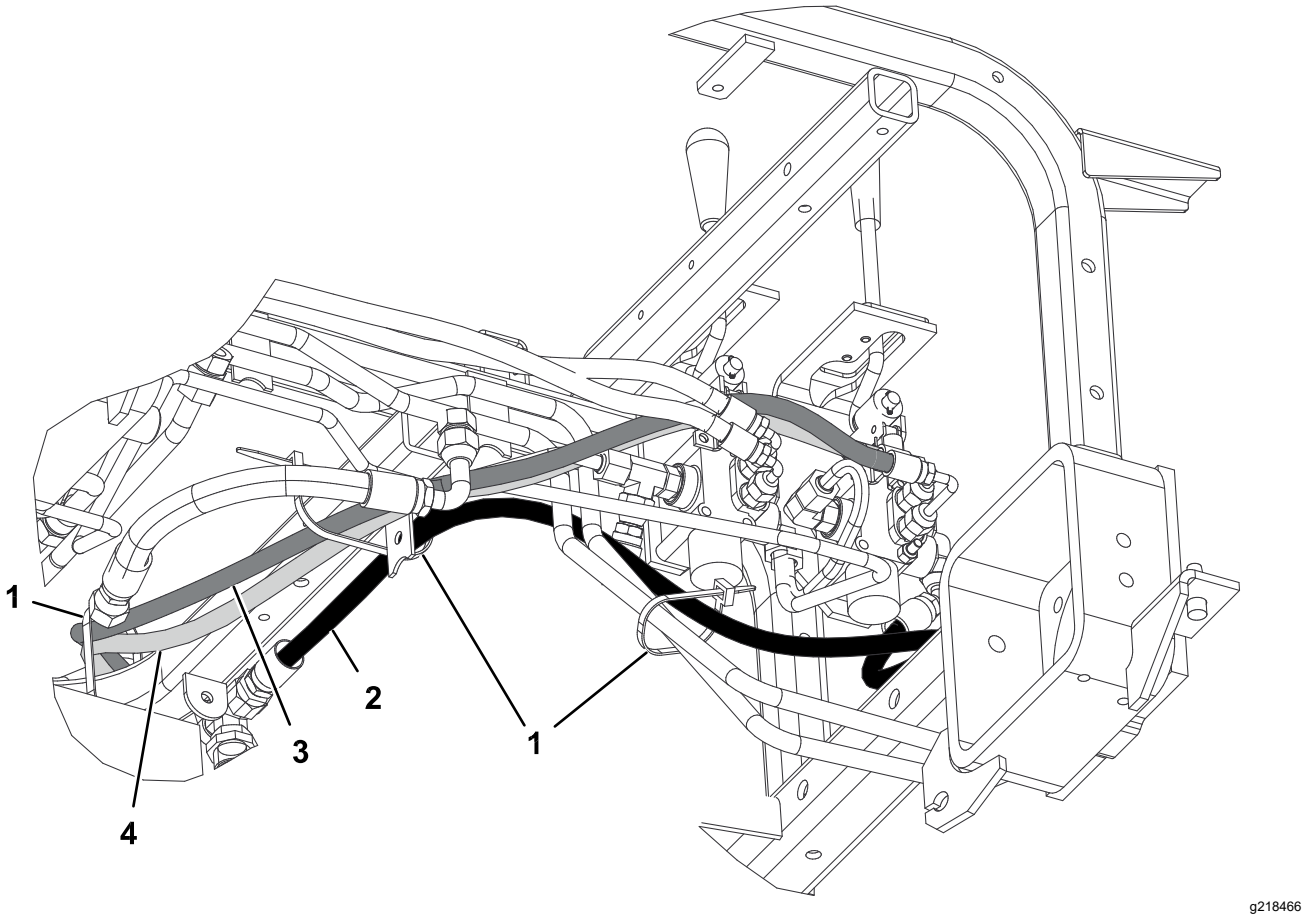
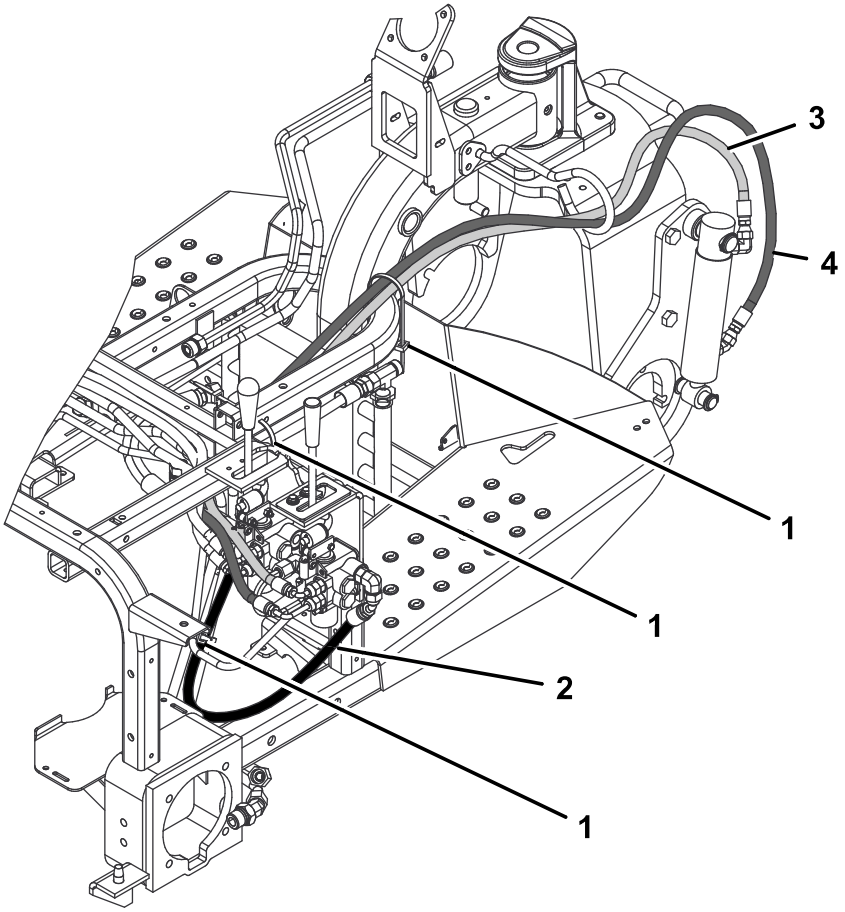

Figur 20
Figur 21
2. Forbind hydraulikslangens 45°-fittingendestykke (delnr. 108-8449) med 90°-fittingen på højre side af ventilen og slangens lige endestykke på den tomme oliekølerfitting (Figur 19). Se Figur 20 og Figur 21 for at få oplysninger om slangeføringen.
4. Forbind hydraulikslangens korte 90°-fittingendestykke (delnr. 108-8453) med den øverste lige fitting bagpå ventilen. Før slangen gennem spiralslangeholderen, og forbind slangens lige ende med den øverste hydraulikcylinderfitting (Figur 19). Se Figur 20 og Figur 21 for at få oplysninger om slangeføringen.
5. Forbind hydraulikslangens lange 90°-fittingendestykke (delnr. 108-8454) med den nederste lige fitting bagpå ventilen. Før slangen gennem spiralslangeholderen, og forbind slangens lige ende med den nederste hydraulikcylinderfitting (Figur 19). Se Figur 20 og Figur 21 for at få oplysninger om slangeføringen.
7. Fastgør slangerne på maskinen på de punkter, der er vist i Figur 20 og Figur 21, med kabelbånd.